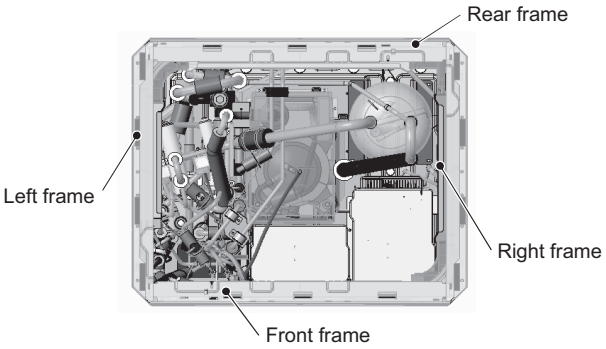

Figure 14
(17) To remove the front heat exchanger, first remove the front, left, and right frames by unscrewing the 10 screws. (See Figure 14.)
To remove the rear heat exchanger, remove the rear frame in addition to the front, left, and the right frames by unscrewing the 12 screws. (See Figure 14.)